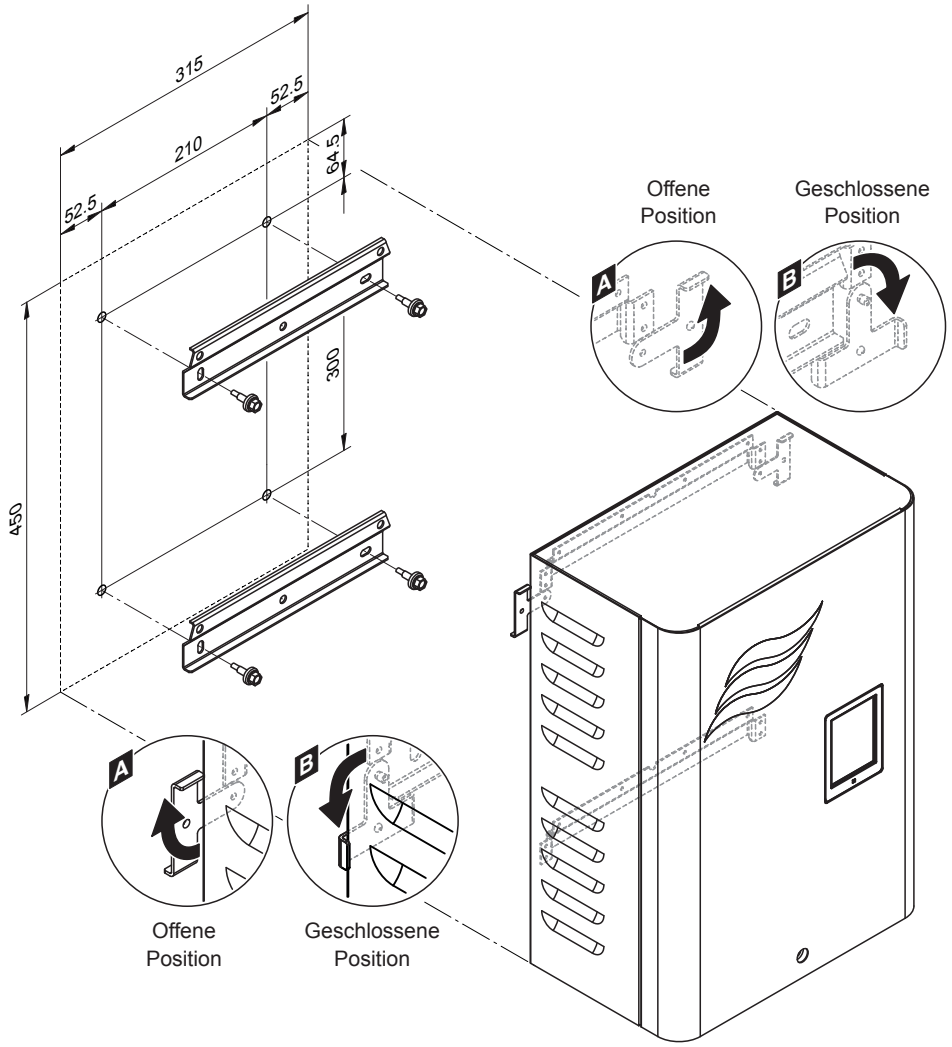

Abb. 36: Steuereinheit Condair ME Control montieren (Masse in mm)
3. Die beiden Arretierungslaschen auf der Rückwand der Steuereinheit nach aussen drehen (Geöffnete Position, siehe *Detail "A" in Abb. 36*).
5. Die beiden Arretierungslaschen auf der Rückwand der Steuereinheit nach innen drehen (Geschlossene Position, siehe *Detail "B" in Abb. 36*), um die Steuereinheit an der oberen Wandhalterung zu fixieren.